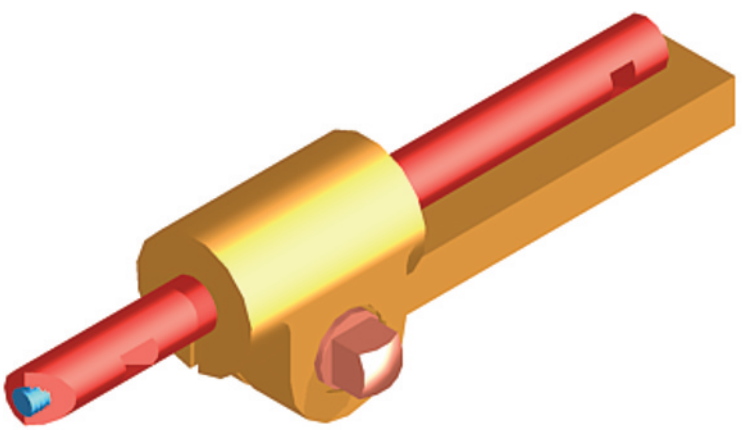
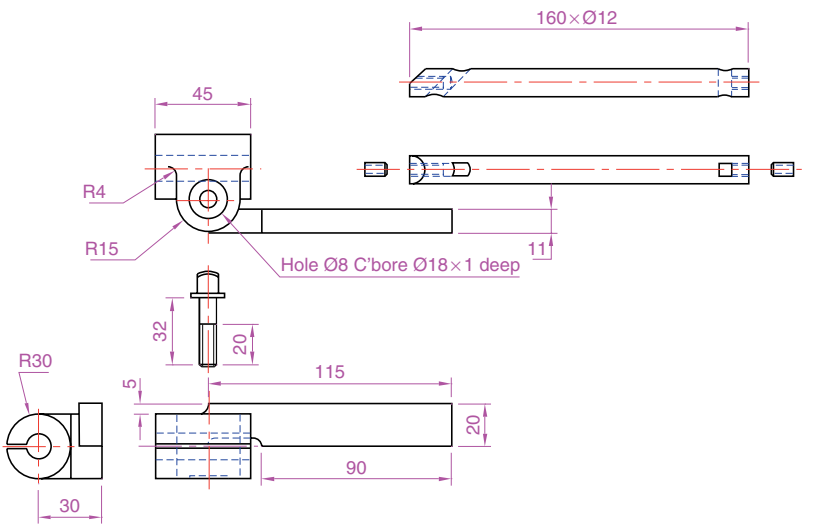

Fig. 16.33 Exercise 1 – a rendering
Fig. 16.34 Exercise 1 – parts drawing
1. A rendering of an assembled lathe tool holder is shown in Fig. 16.33. The rendering includes different materials for each part of the assembly. Working to the dimensions given in the parts orthographic drawing (Fig. 16.34), construct a 3D model drawing of the assembled lathe tool holder on several layers of different colours, add lighting and materials and render the model in an isometric view.